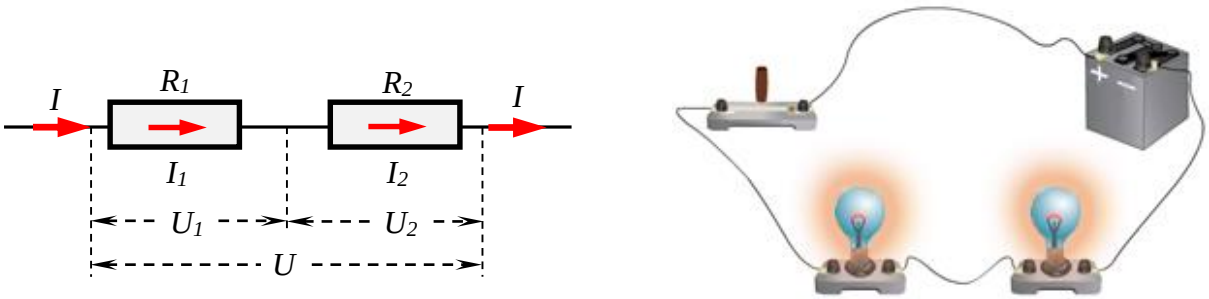

Рис. 1. Последовательное соединение проводников
8. Какое сопротивление имеет лампа, показанная на рис. 1а, если при замыкании ключа, амперметр показал силу тока в цепи 0,2 А? Напряжение на лампе равно напряжению на полюсах гальванического элемента и составляет 1,5 В.
1. При последовательном соединении проводников (рис.1) **сила тока *I* во всех проводниках одинакова и равна общей силе тока в цепи**: